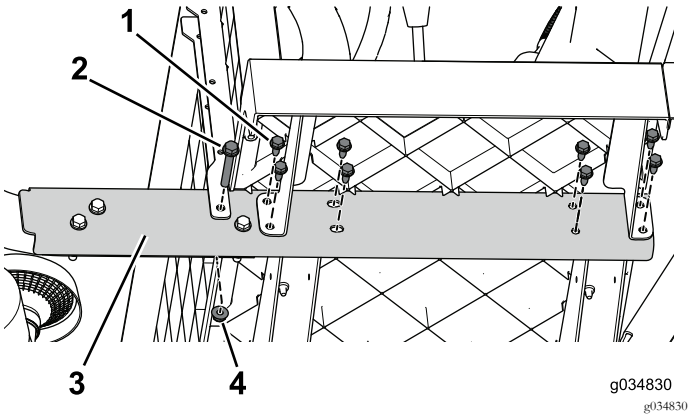

Figura 16
2. Retire los pernos con arandela prensada (3/8" x 2½") y las tuercas que fijan el larguero a la máquina (Figura 16). Haga esto en ambos lados de la máquina.
3. Trabajando desde delante hacia atrás, retire los pernos con arandela prensada (5/16" x ¾") que sujetan el larguero a la máquina (Figura 16). Haga esto en ambos lados de la máquina.